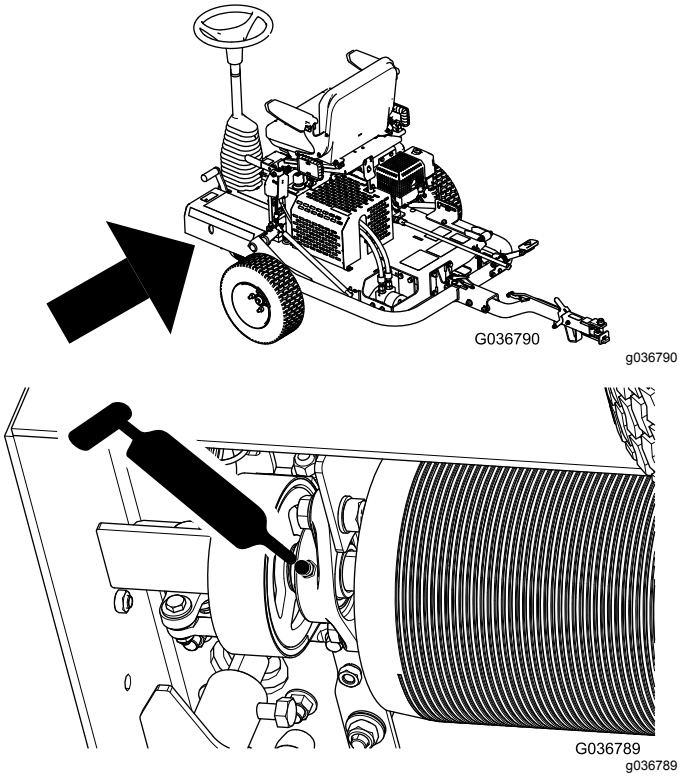

Rysunek 30
2. Wtłaczaj smar przez smarowniczkę w sposób przedstawiony na Rysunek 30.